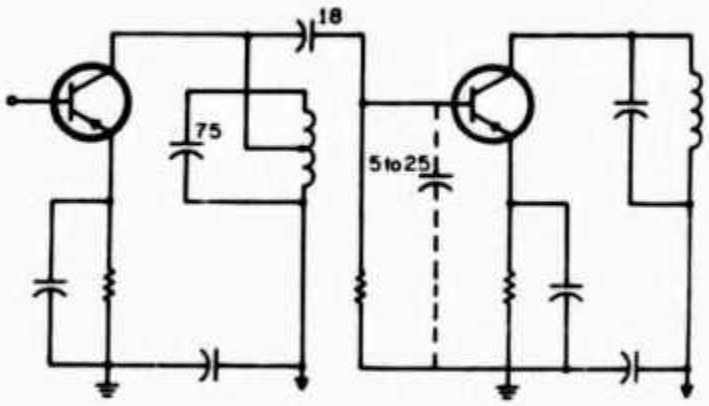
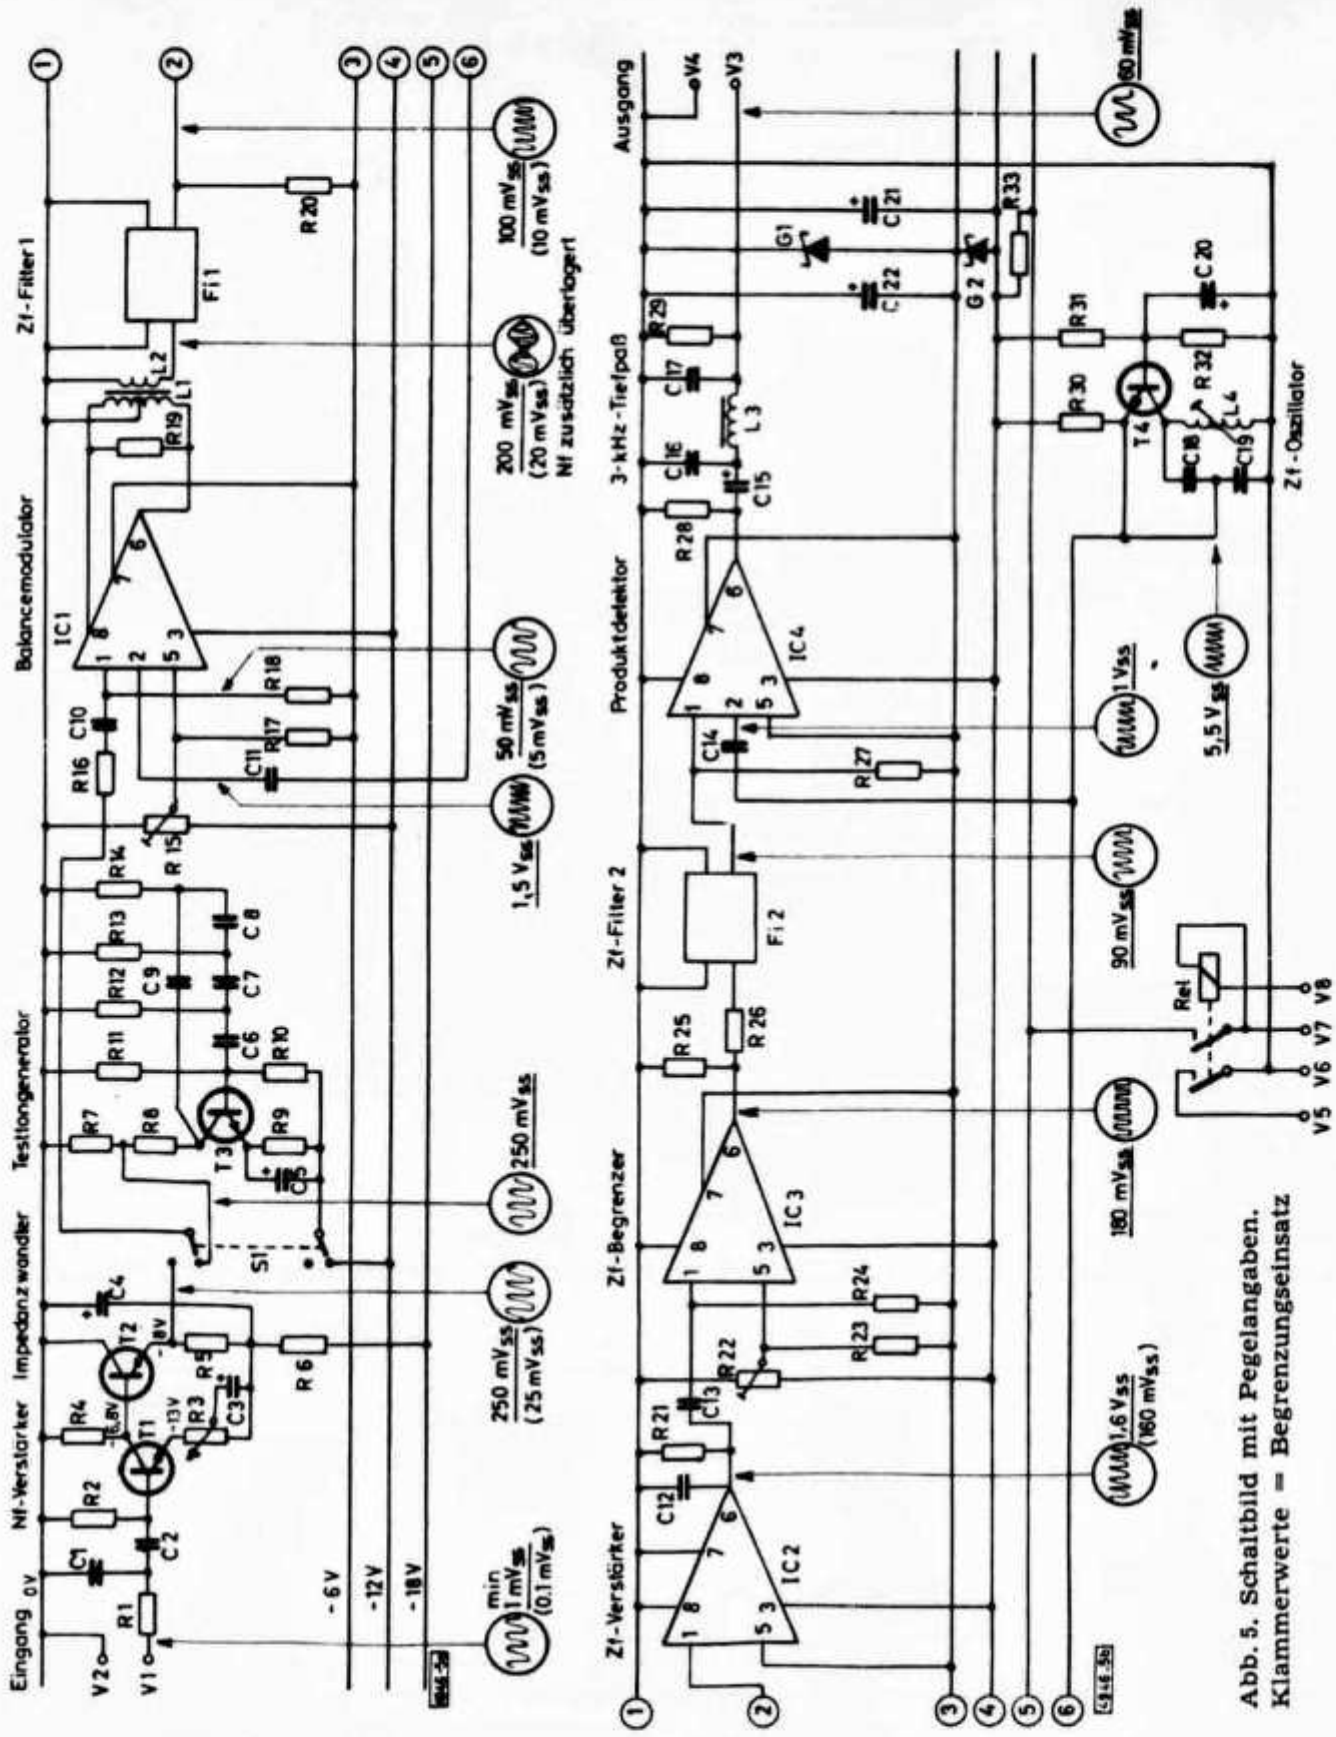

Fig. 6—Typical capacitor divider circuit and values.
Abb. 5. Schaltbild mit Pegelangaben.
Fig. 5—(A) Impedance matching by means of a capacitive divider. (B) Typical circuit uses the coupling capacitor. C_c and the input capacity C_1 to form the impedance divider.
The tuning capacity (where used) may be employed in a similar way to divide the total impedance, as shown in fig. 5(A). If the resultant capacity is the tuning capacity, the r.f. voltage across the tuned circuit is divided in the ratio of capacitive reactances, or the inverse of the capacity ratios, since:
Stagger tuned i.f.'s, as found in TV circuits use the tube capacity (plus strays) as the only resonating capacity. In transistor circuits the input capacity is often much higher, but as seen in fig. 5(B), this capacity may be used as part of the impedance divider. If this capacity is too small, additional capacity may be used across the input, or the coupling capacitor that forms the other part of the divider may be made sufficiently small to give the proper division. When the tuning capacity consists mostly of a large fixed capacitor across the coil, this divider has little effect on the tuning if a small coupling value is used. See fig. 6 for typical values.
Um die gestellte Aufgabe erfüllen zu können, ohne Eingriff in den Sender ein optimales Dynamikverdichtungssystem zu entwickeln, schieden die Systeme 1 bis 5 aus. Beispiel 6 wurde gewählt, da entsprechende Filter, die in einem sehr weiten Frequenzbereich liegen dürfen, preiswert beschafft werden konnten. **Abb. 5** zeigt die Schaltung mit den wichtigsten Gleichspannungs- und Pegelangaben.
In den nachfolgenden Stufen werden integrierte Schaltkreise verwendet, Typ CA 3028 A von RCA. Innere Schaltung und Sockelschaltung gehen aus **Abb. 6** hervor. Genaue Unterlagen über dieses IC können bei A. Neye angefordert werden (siehe Literaturteil).
Links: Abb. 6.
Stückliste und Anschlußplan zu Bild 5